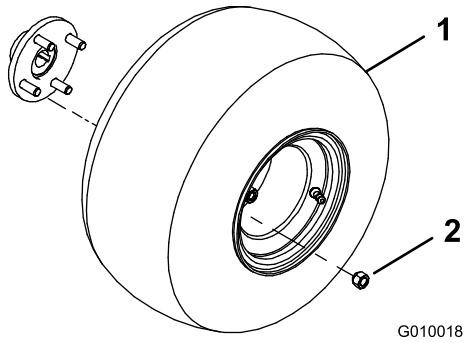

Figure 3
2. Montez un ensemble roue sur chaque moyeu de roue arrière (Figure 3).
3. Montez les écrous de roue (Figure 3) et serrez-les à un couple de 61 à 75 Nm.